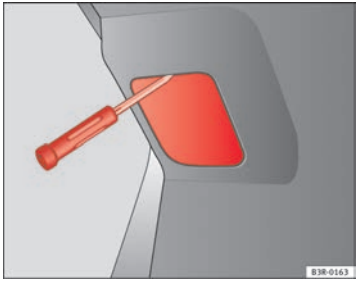

Fig. 220 Remove the cover in the tailgate
– Insert the screwdriver into the opening in the cover from the top ⇒ page 274, fig. 220 and detach the cover.